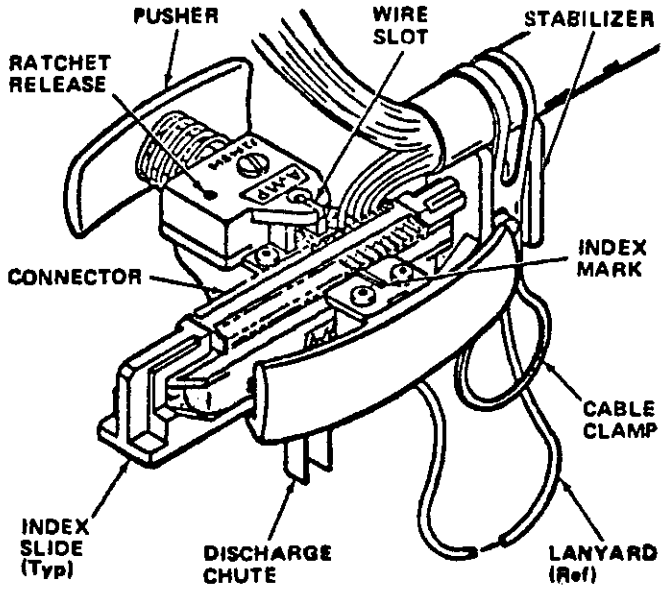

FIGURE 3-7 CONNECTOR INSTALLATION
1. Position the connector in the index slide, attach the I/O cable to the slide, and then slide it into the palm inserter as indicated in Figure 3-7.